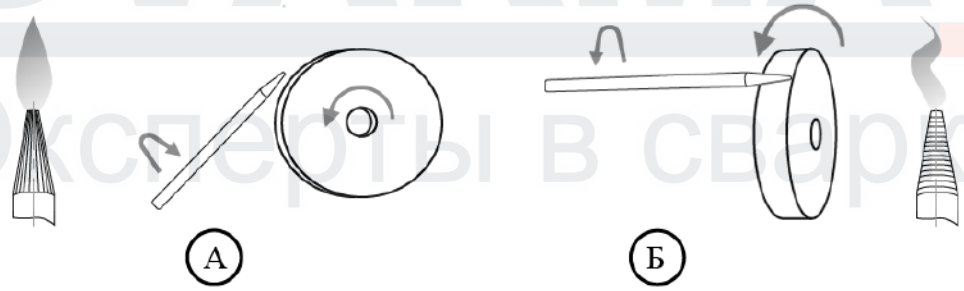

Рис. 13.5.2. Пример заточки вольфрамового электрода.
**Особое значение следует уделить правильности заточки вольфрамового электрода, т.к. это влияет на качество и форму сварного шва (См. рис. 13.5.2, См. таблицу 13.5.1).**